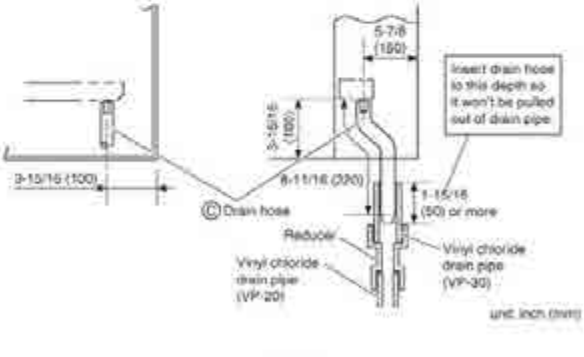

Fig. 1
1) Perform drain piping work as outlined in the figure. (See **Fig. 1**)